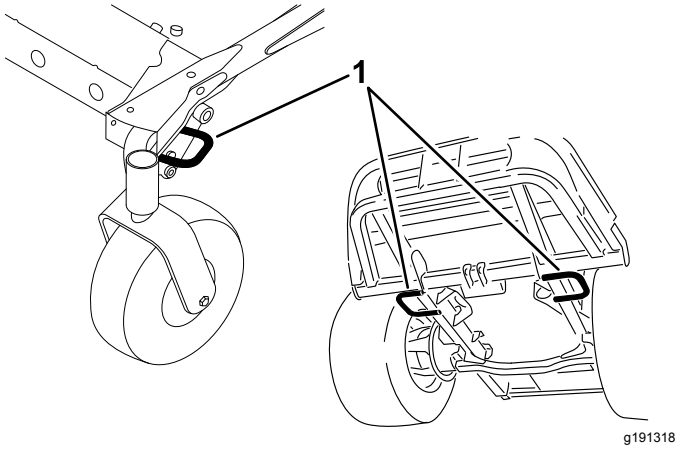

Figuur 26
5. Gebruik de bindogen op de machine om deze met banden, kettingen, kabels of touwen goed te bevestigen op de aanhanger of de vrachtwagen (Figuur 26).